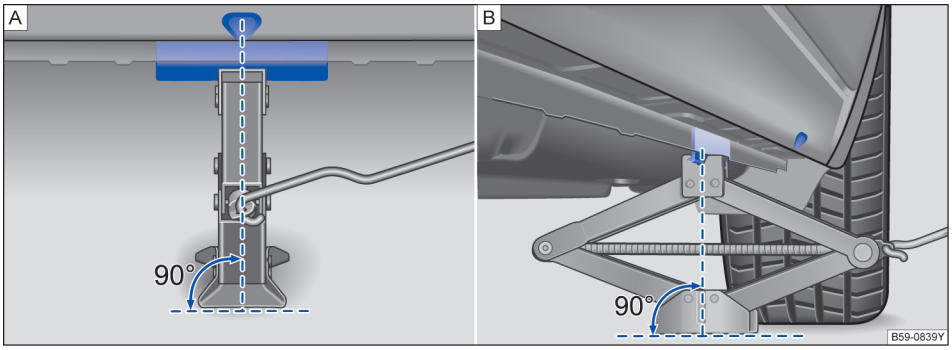
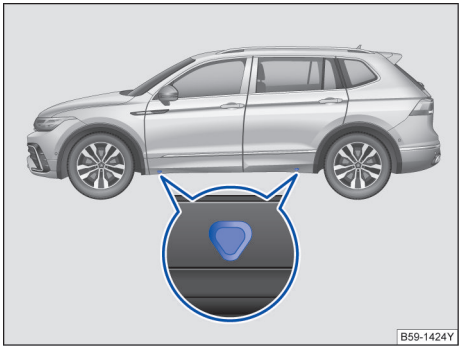

图 239 将千斤顶放在汽车左后侧
图 240 汽车千斤顶的支撑点
汽车千斤顶只允许放置在图示支撑点（车身上的标记）处→图 239 或 →图 240。在每个车轮旁都有相应的支撑点 →⚠。
5. 找到汽车千斤顶的支撑点（标记位于车身上）→图 240。
8. 调准汽车千斤顶，同时继续摇高千斤顶卡爪，直到卡爪抓住汽车下面的棱边→图 239 →⚠。